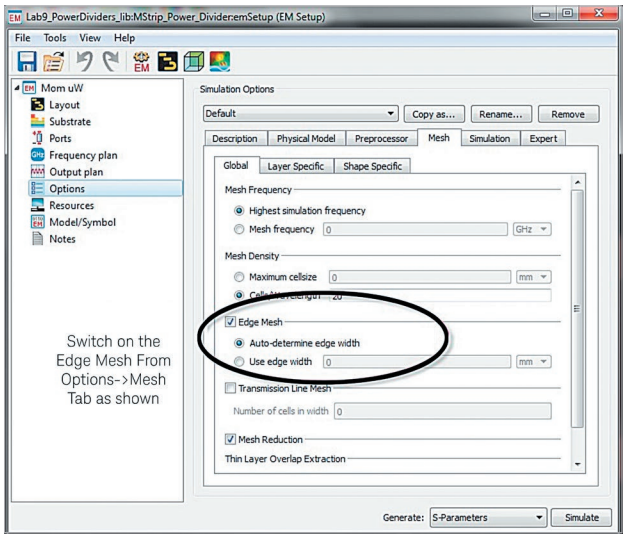

Рис. 168
- Задайте частоти симуляції від 2 до 3 ГГц і увімкніть опцію Edge Mesh (Крайова сітка) на вкладці **Options** (Опції) > **Mes**h (Сітка) вікна налаштування електромагнітної симуляції (рис. 168).